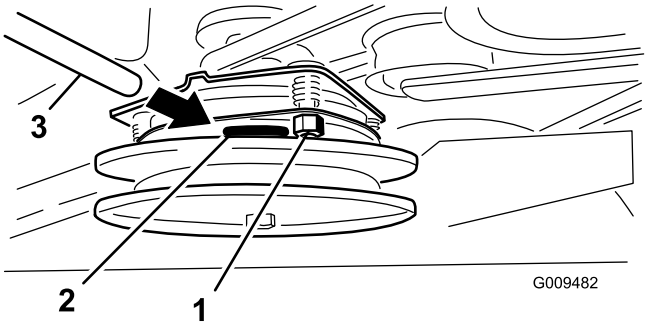

Figur 59
2. Hvis justering påkræves, skal afstanden indstilles til 0,381 mm for hver af de tre justeringspositioner. Tilspænd låsemøtrikkerne, indtil søgeren binder let, men stadig let kan flyttes inden for gnistgabet (Figur 59).